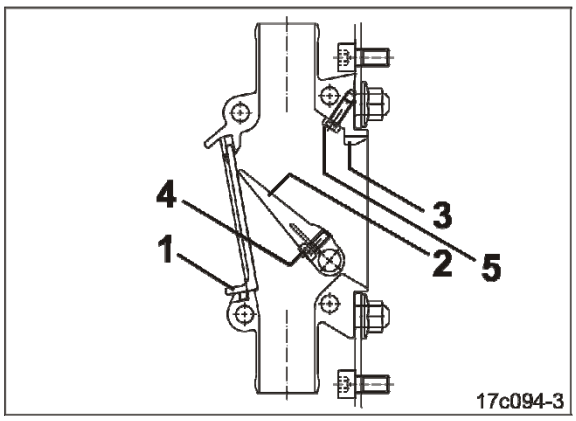

Fig. 193
2. Das Montagefenster (Fig. 193/1) nach oben schieben und nach vorne aus dem Klappenkasten herausnehmen.
3. Die Klappe (Fig. 193/2) gegen den Anschlag (Fig. 193/3) drücken und auf der Welle festschrauben.
Die Innensechskantschraube (Fig. 193/4) nicht zu fest anziehen, damit sich die Klappe nicht verspannt.
4. Die Arretierschraube (Fig. 193/5) spannungsfrei eindrehen, damit die Klappe ungehindert den Schraubenkopf passieren kann.